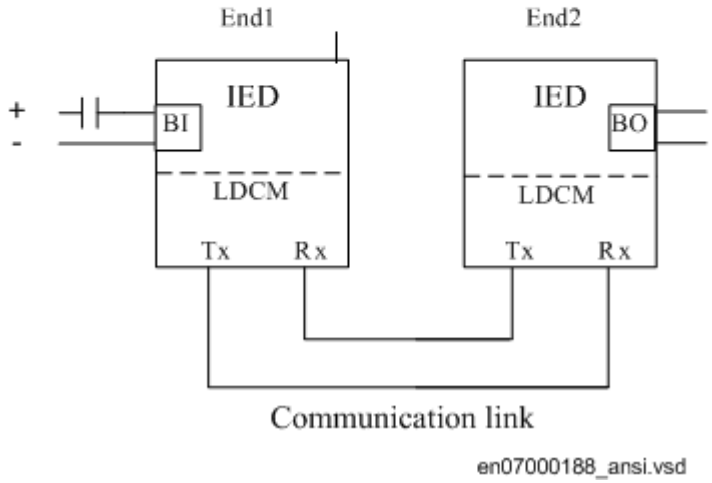

Figure 65: Test of RTC with I/O
A test connection is shown in figure 65. A binary input signal (BI) at End1 is configured to be transferred through the communication link to End2. At End2 the received signal is configured to control a binary output (BO). Check at End2 that the BI signal is received and the BO operates.